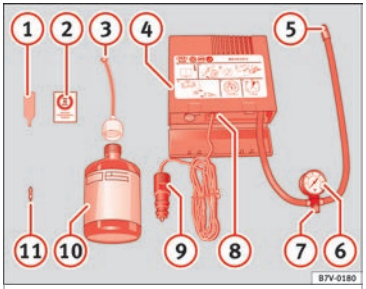

Fig. 96 Standard representation: contents of the anti-puncture kit.
The anti-puncture kit is located underneath the floor covering in the luggage compartment. It includes the following components ››› Fig. 96:
Screw the inflator tube ››› Fig. 96 (5) again and check the pressure on the gauge (6).